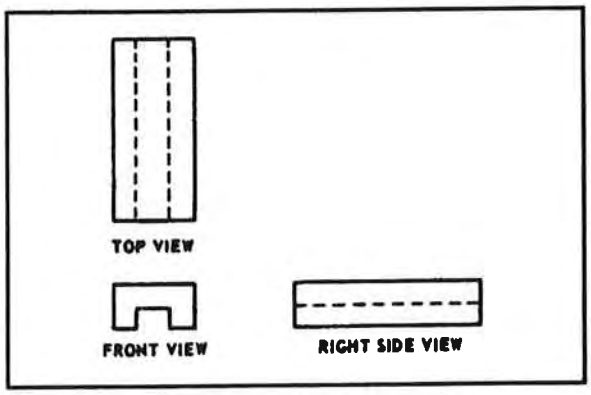

Figure 4-21. Sectional view (full section)
- Full section—represents the object cut all the way through (Figure 4-21).